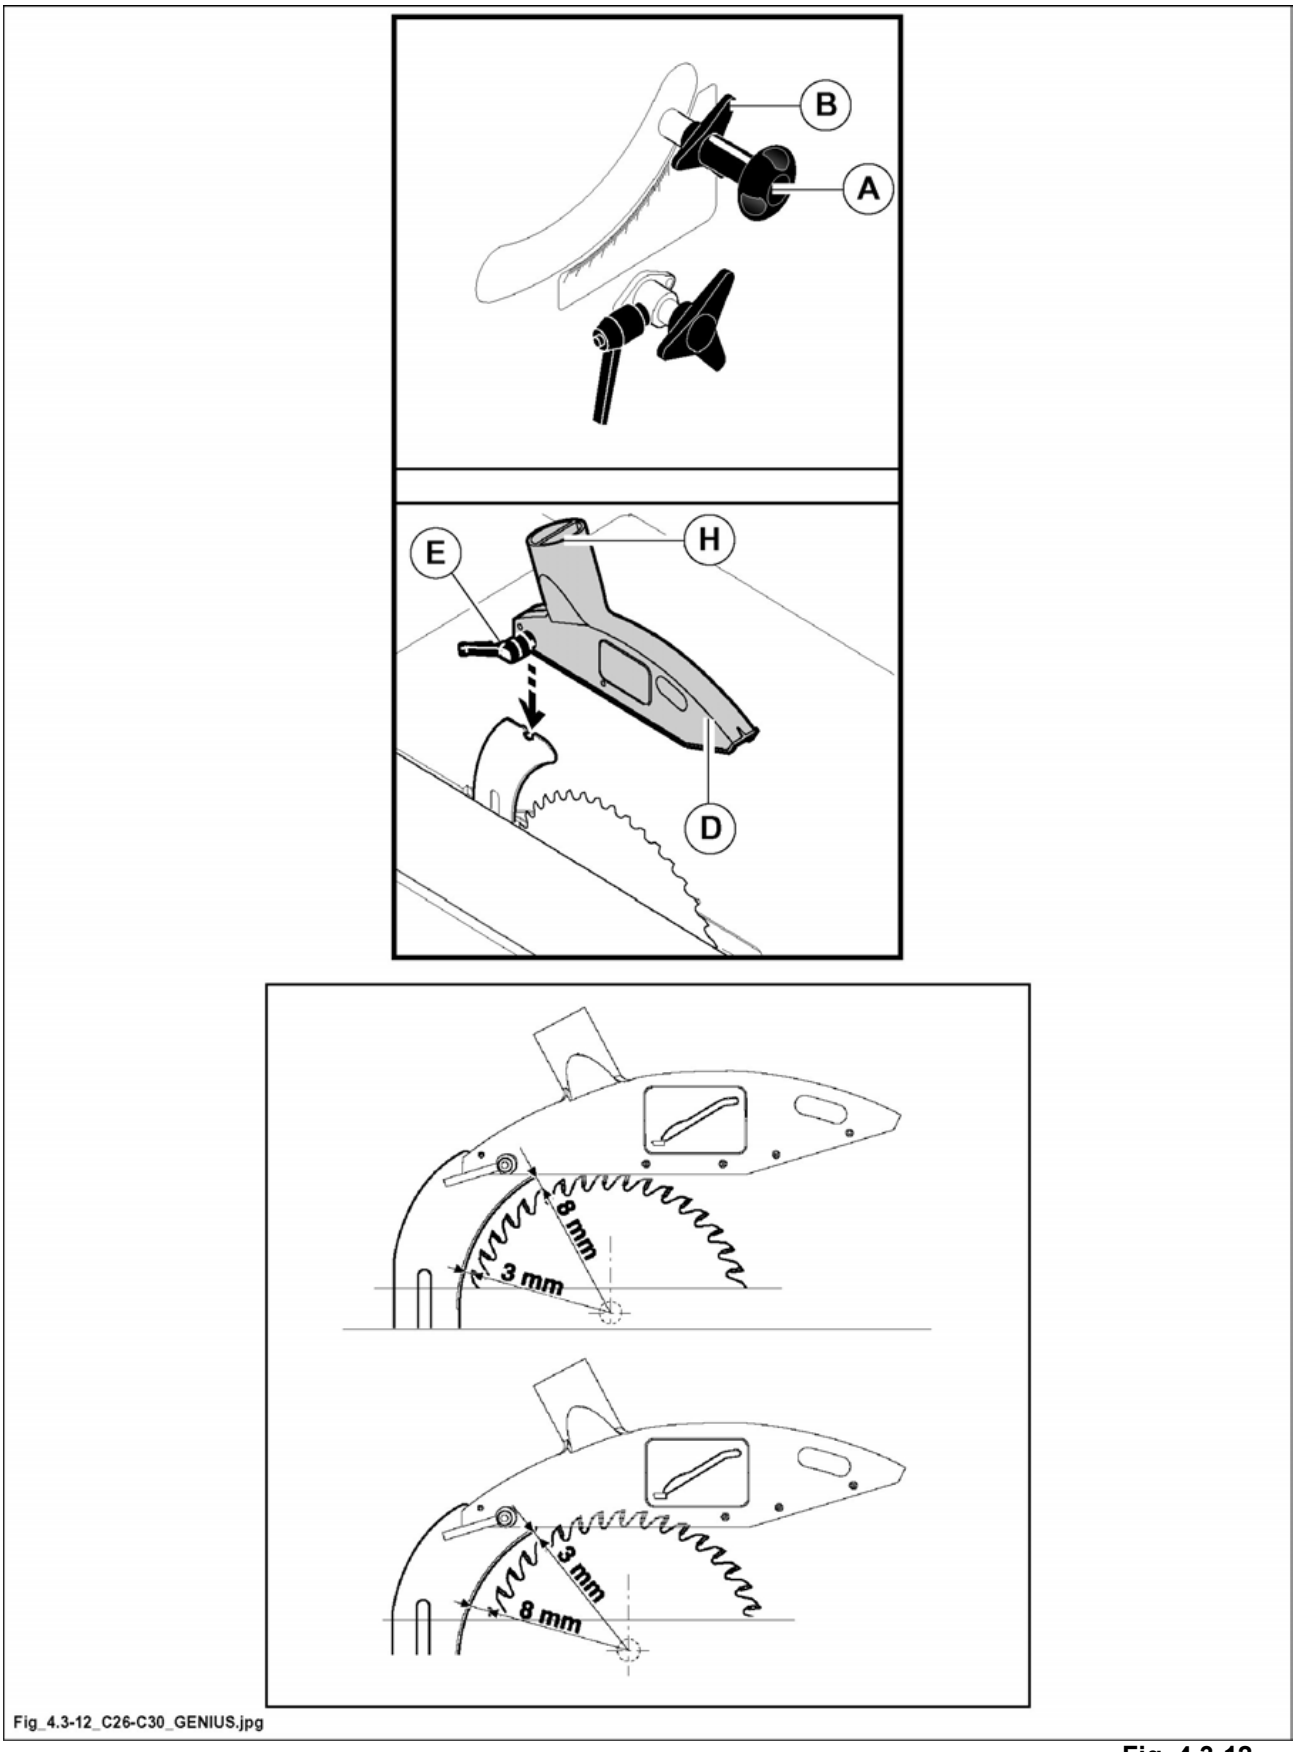

Fig. 4.3-12
Lift the saw assembly by means of the lever (A fig. 4.3-12) after loosening the handle (B fig. 4.3-12).
Saw blade guard (A fig. 4.3-12) is fastened to the riving knife with handle (E).
adjust the position of the riving knife (see Par. 6.1) so that its distance from the saw blade is between 3 and 8 mm (see example in fig. 4.3-12).
Connect the exhaust pipe (H fig. 4.3-12) to the suction system with hoses of proper diameter.